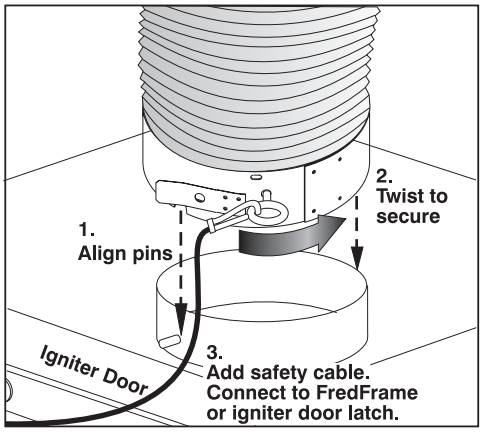

Figure 2.22. Securing Extractor to Duct
2. **ADD EXTRACTOR:** See Figure 2.22. Connect the other end of the duct to the Christie heat extractor/blower, twisting to secure "flaps" over pins on the fan. Make sure that the ***grille*** end of the fan faces ***down***. For longer exhaust runs at your site, add extractors/boosters as necessary—the vane switch at the projector's top exit port will trigger a projector shutdown if the airflow is inadequate. To prevent possible transfer of fan vibration to the image, do not mount the extractor directly on the projector—include at least 6" of duct.